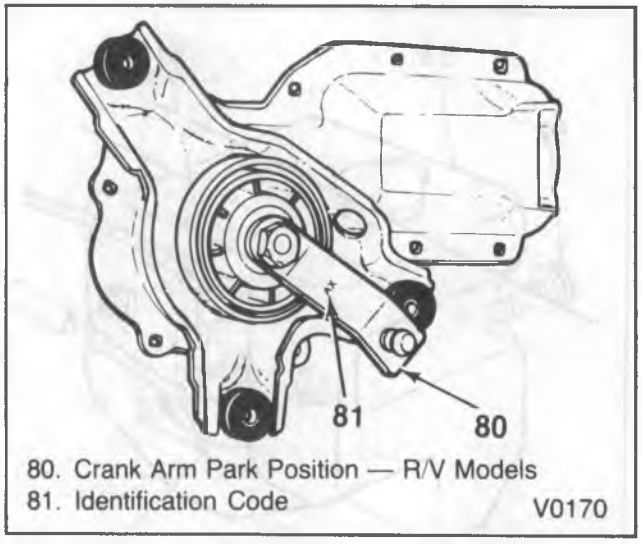

Figure 20—Crank Arm Position — R/V Models
1. Spacer (73).
2. Shaft seal (72).
3. Crank arm (70).
- Install the crank arm according to figure 20.
4. Crank arm retaining nut (71).